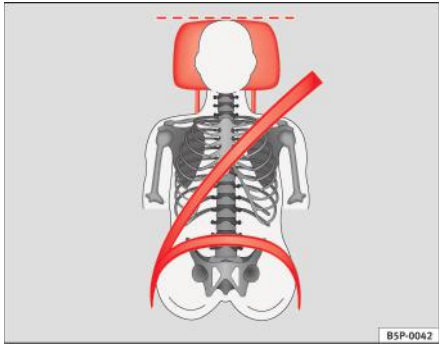

Fig. 12 Pozițiile corecte ale centurii de siguranță și ale tetierei, văzute din față
- **Porțiunea pentru umăr a centurii de siguranță trebuie să treacă peste centrul umărului, niciodată peste gât. Centura de siguranță trebuie să stea întinsă şi lipită de tors ⇒ fig. 12.**